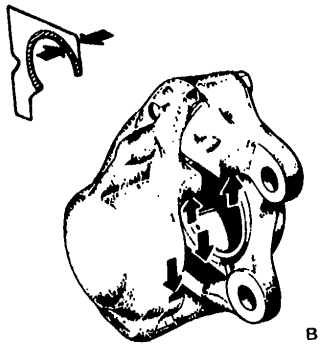

Fig. BR-14 Applying grease
3. Apply pad grease to working portions of caliper and both sides of shim (portion marked with oblique line in figure). See Figure BR-14.